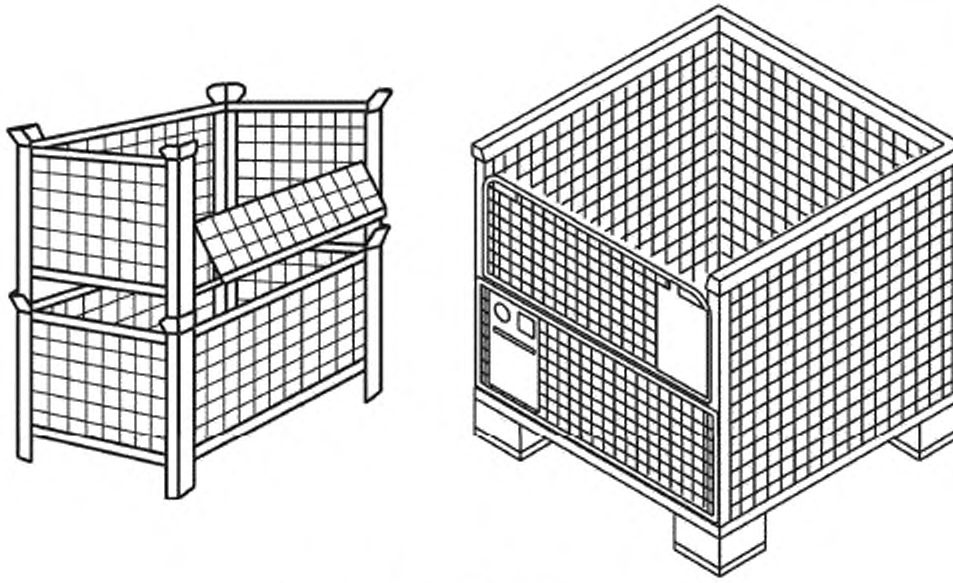

Рисунок 29 — Сетчатые ящичные поддоны
4.3.1 **сетчатый ящичный поддон:** Ящичный поддон с сетчатыми или решетчатыми стенками, одна или несколько стенок которого могут иметь шарнирную или съемную створку для доступа (см. рисунок 29).